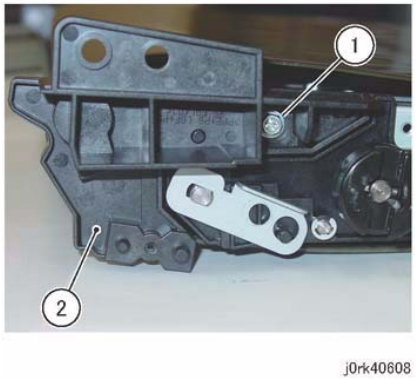

Figure 7 BUR Front Frame Removal
9. Remove the BUR Front Frame. (Figure 7)